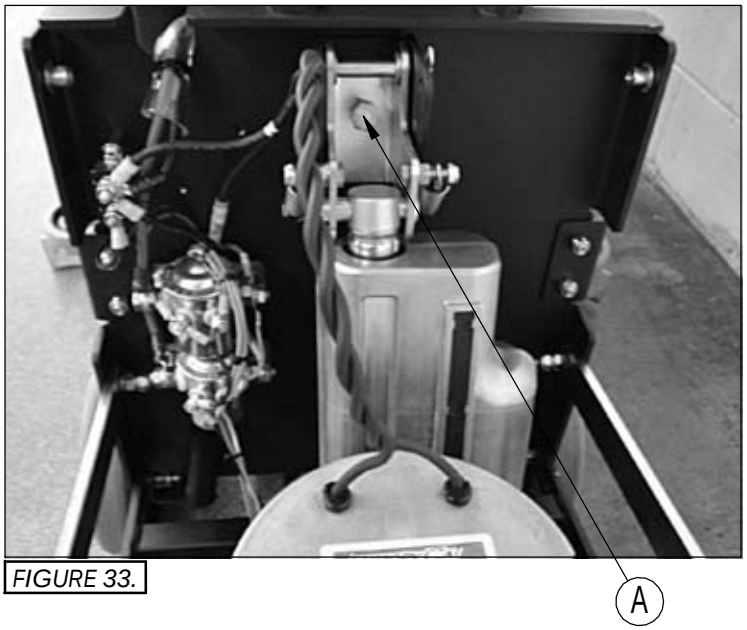

FIGURE 33.
1. TO ADJUST DECK HEIGHT FOR BRUSH CLEARANCE, TURN ADJUSTMENT BOLT "A" CLOCK-WISE TO RAISE DECK, COUNTER-CLOCKWISE TO LOWER DECK. *(SEE FIGURE 33.)*